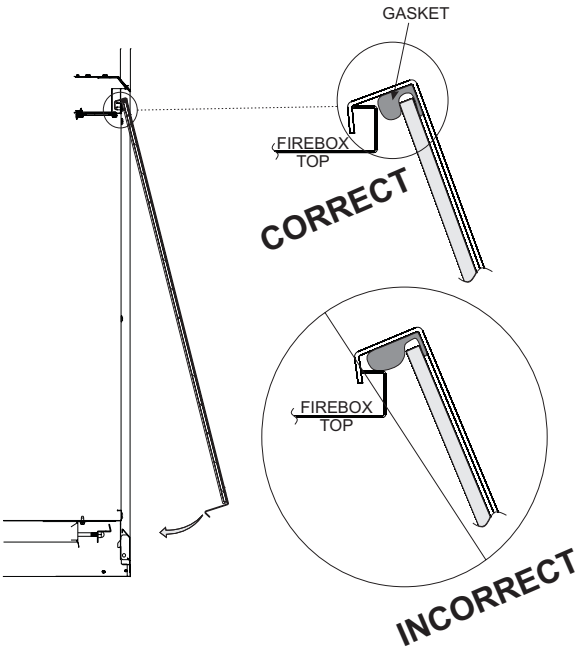

Figure 33
1. When installing the Glass Door assembly, make sure that the door top flange is hooked over the firebox top flange as illustrated in the “Correct” view in Figure 33.
Important: Do not allow the gasket across the top of the door to roll up on top of the firebox flange as shown in “Incorrect” view in Figure 33.